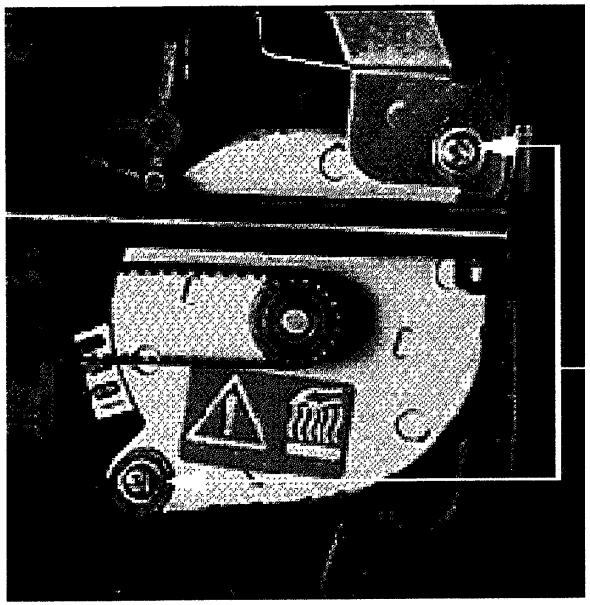

Рис. 4-28 **Крепежные винты двигателя каретки**
9. Выверните два винта, которыми двигатель каретки и заземляющая пластинка прикреплены к принтеру (рис. 4-28).